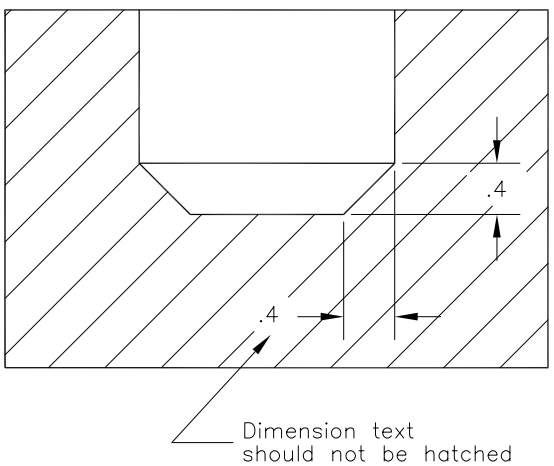

Figure 17-23 *Dimension text excluded from hatching*
17. If the dimension of a feature appears in a section view, you must not hatch the dimension text, refer to Figure 17-23. You can accomplish this task by selecting the dimension object while defining the hatch boundary. You can also accomplish this by drawing a rectangle around the dimension text and then hatching the area after excluding the rectangle from the hatch boundary.